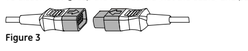

Figure 3
4. Connecting to an interconnect cable (see Figure 3)